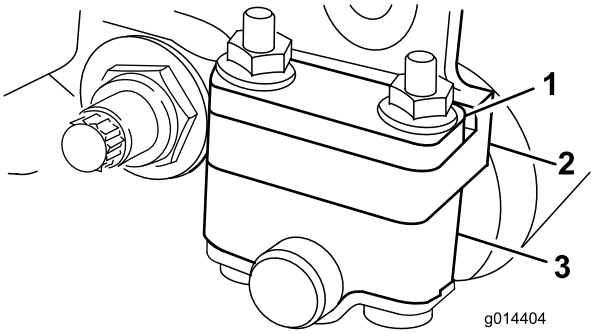
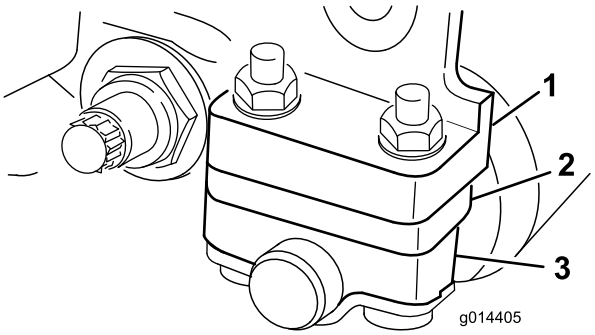

Figur 11
Figur 12
1. Justera de bakre rullfästena (Figur 11 eller Figur 12) till låg eller hög position beroende på önskad klipphöjd.
Placera distansbrickan över sidoplåtens monteringsfläns (fabriksinställning) när klipphöjdsinställningarna ligger inom området 1,6 mm till 6,35 mm (Figur 11).
Placera distansbrickan under sidoplåtens monteringsfläns när klipphöjdsinställningarna ligger inom området 3,2 mm till 25 mm (Figur 12).